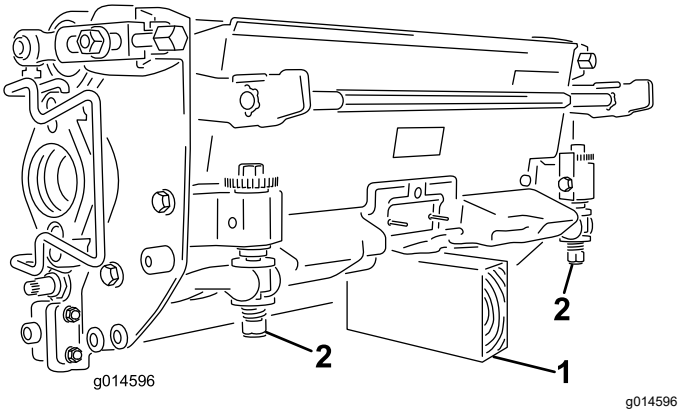

**Figur 51**
***Vigtigt:*** **Når det er nødvendigt at vippe klippeenheden, skal bagenden af klippeenheden understøttes for at sikre, at møtrikkerne på den bageste del af bundtværstangens justeringsskruer ikke hviler på arbejdsfladen (Figur 51).**